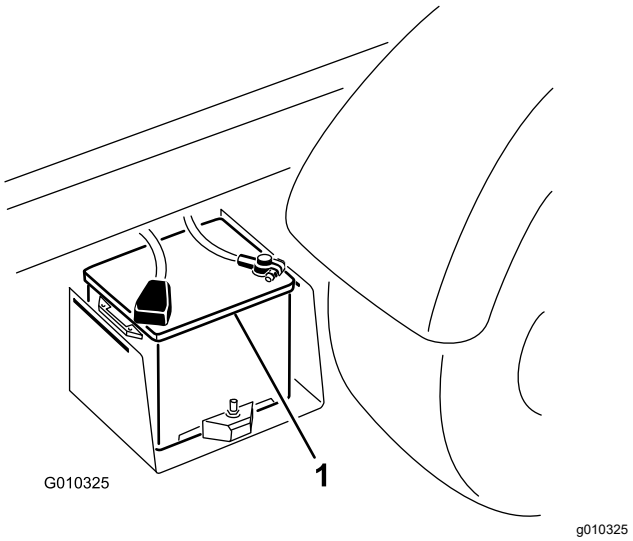

Figura 42
2. Ligue um cabo entre os pólos positivos das duas baterias (Figura 42).